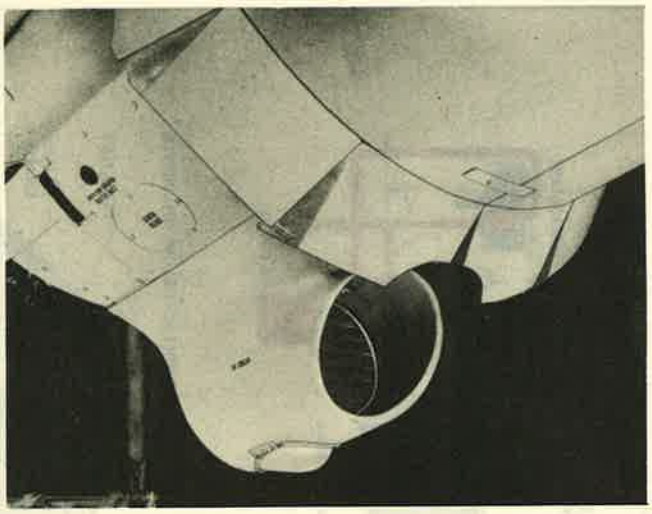
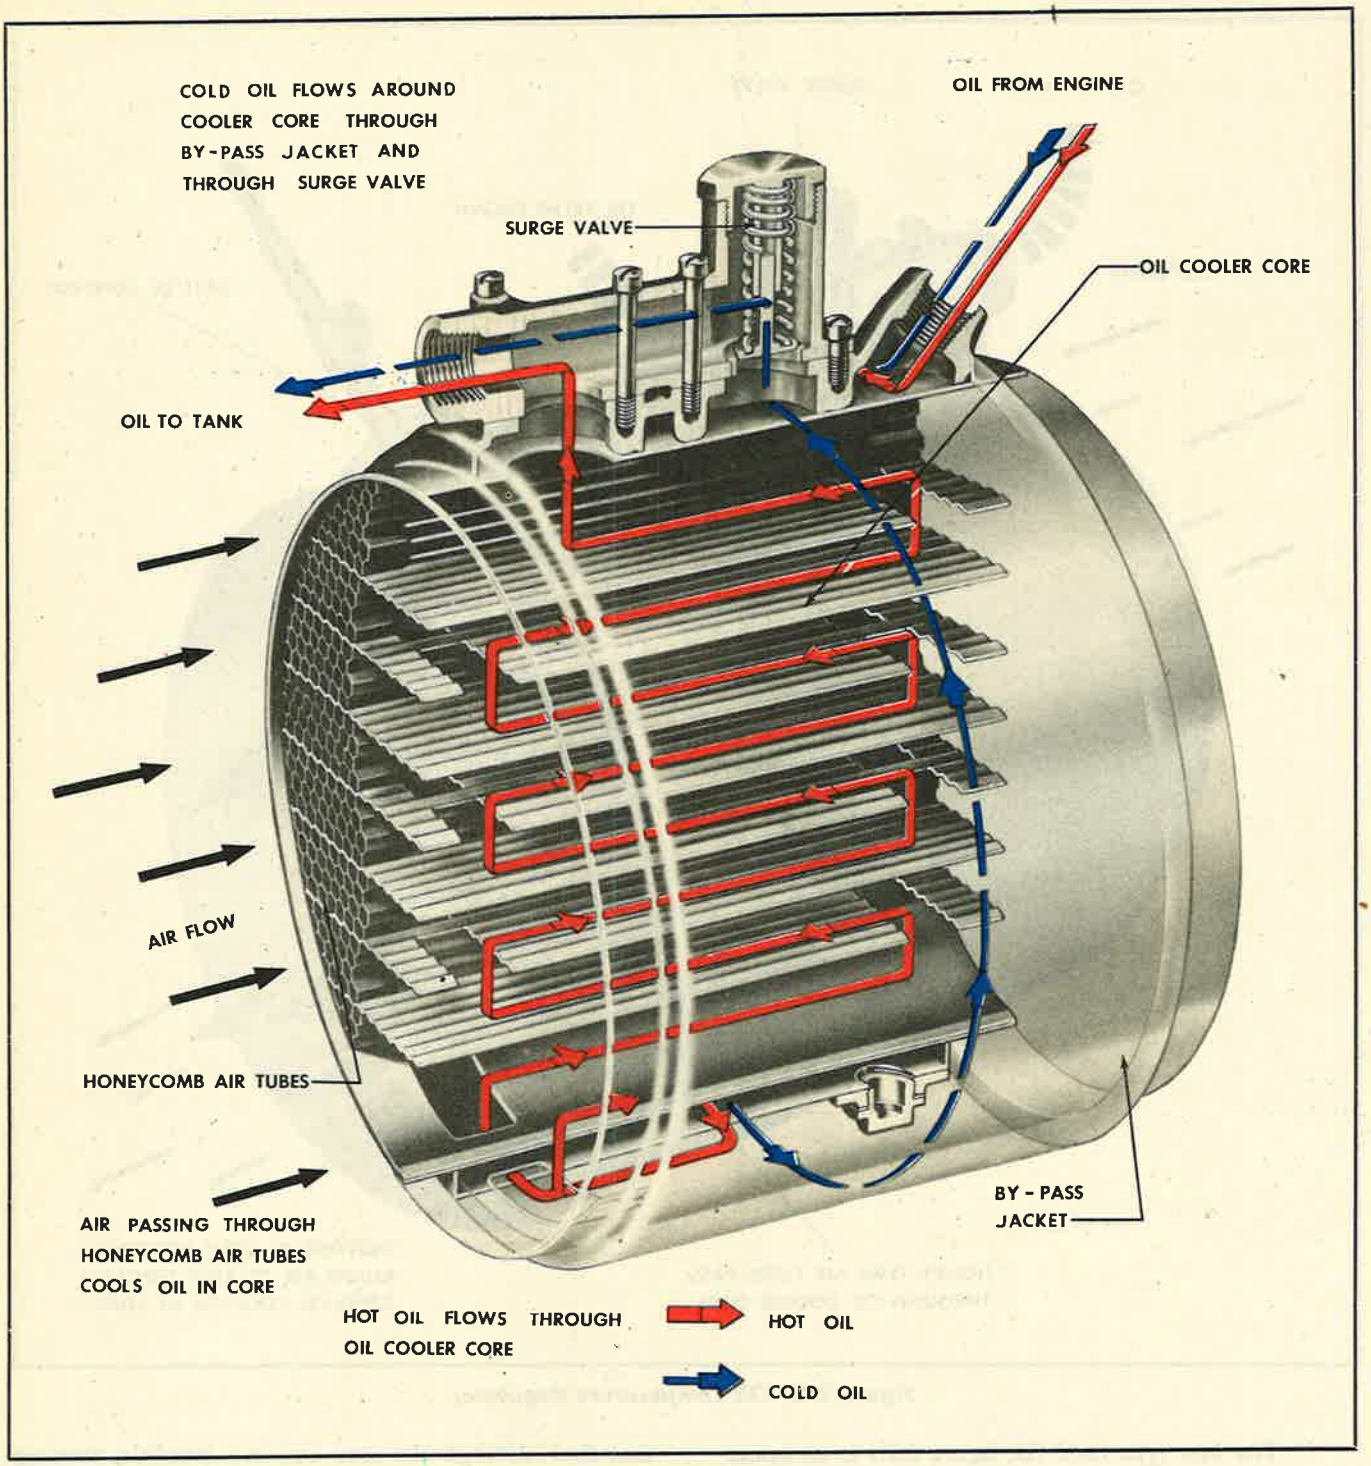

Figure 274—Oil Temperature Regulator Installed
Figure 276—Oil Temperature Regulator Cutaway View
(a) OIL COOLER.—The oil cooler (figures 274 and 275) is an airstream radiator which cools the heated oil returning from the engine. The cooler is composed of a shell (figure 276), an outer warming jacket (muff), a core separated by baffles, and a mounting flange for pressure control valves. Air flows through the core of the cooler, passing out through the shutters attached to the rear. The core, honey-comb-like in external appearance, is a bundle of copper tubes arranged in such a manner that hot oil, flowing around the tubes, radiates its heat to the air stream. Because the hexagonal ends of the tubes are bonded together with solder, the core of the cooler actually becomes a leakproof container through which air (through tubes) and oil (surrounding the tubes) circulate freely. This cooling action lowers the temperature of the oil to a
1. Remove the combination scoop and fairing (figure 274) by loosening the Dzus fasteners.